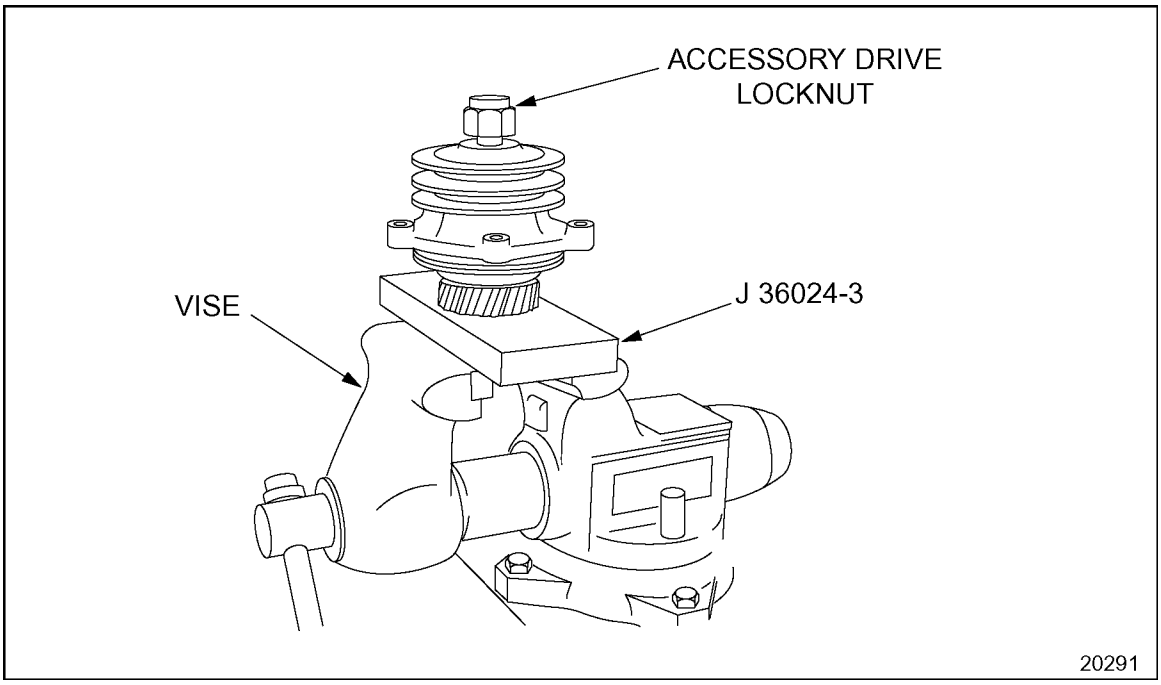

Figure 1-459 Accessory Drive Pulley Locknut Removal
2. Place the accessory drive assembly holding fixture into a vise. See Figure 1-459.
3. Remove the accessory drive pulley locknut. See Figure 1-459.